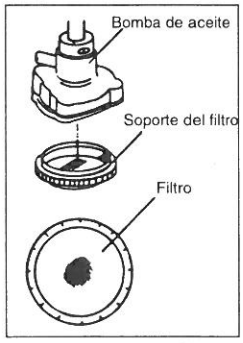

Fig. 35
c) Limpie la bomba de aceite y su filtro todas las semanas (Ver fig. 35).